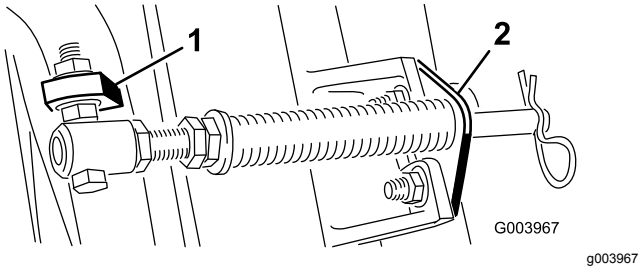

Figuur 5
Opmerking: Plaats de kop van de bout aan de buitenkant van de lip, zoals wordt getoond in Figuur 5.
D. Monteer de stangbeugel op de lipjes van het maaidek; gebruik hierbij de slotbouten en moeren (Figuur 5).